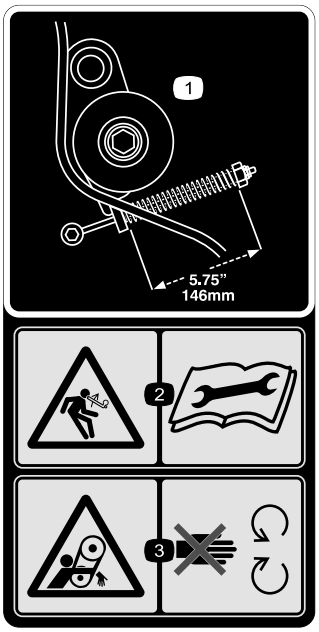

Figur 28
1. Korrekt remspänning uppnås genom att mellandrevets fjäder dras åt till 146 mm (Figur 28).